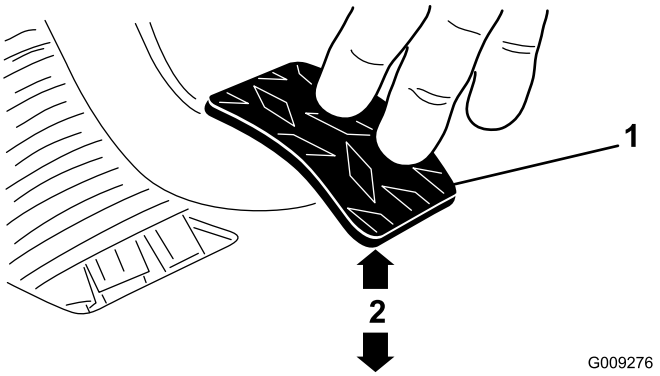

Figura 70
3. Regolate i controdadi o il giunto a sfera fino a quando, applicando sul pedale una forza di 1,8 kg, il bordo inferiore posteriore del pedale della frizione si trova a una distanza di 9,5 ± 0,3 cm dalla superficie con motivo a rombi del pianale del veicolo (Figura 70).